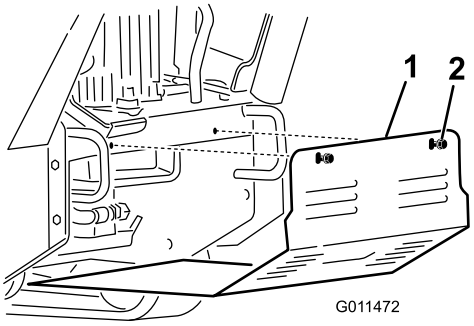

Rysunek 26
2. Stopniowo poluzuj 2 śruby mocujące osłonę dolną do momentu zwolnienia osłony (Rysunek 26).
2. Wsuń osłonę dolną do maszyny, tak aby oparła się na wszystkich 4 występach (Rysunek 26).